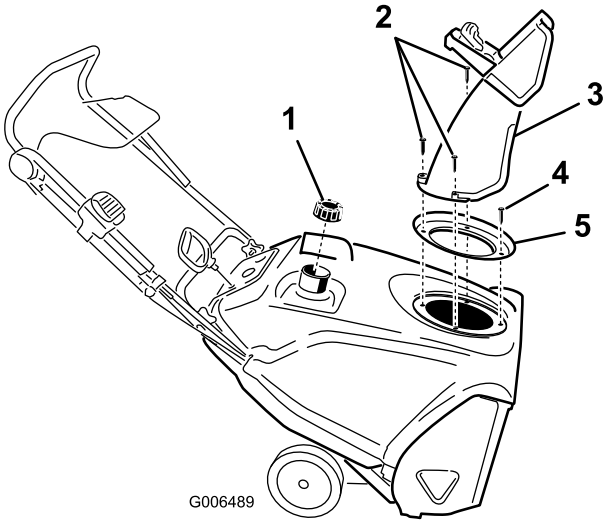

Rysunek 33
3. Zdemontuj tunel wyrzutowy, uchwyt i uszczelkę tunelu, odkręcając 3 duże i jedną małą śrubę (Rysunek 33).